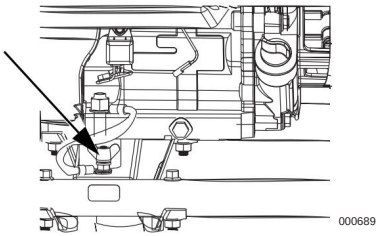

Figura 3-1. Conexión a tierra del generador
Conexión a tierra del generador cuando se usa como portátil El generador está equipado con una conexión a tierra del equipo que conecta el armazón del generador y las terminales de tierra en los receptáculos de salida de CA (consulte NEC 250.34 (A). Esto permite que el generador se use como portátil sin conexión a tierra). la estructura del generador como se especifica en NEC 250.34 Ver ***la Figura 3-1*** • Neutro flotante